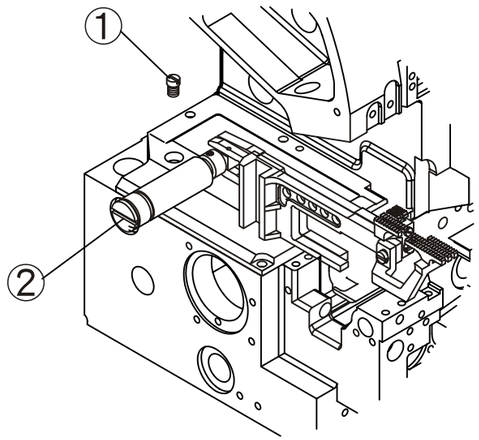

Fig. 10
2. Ajuste el transportador dentado horizontalmente (Fig. 10)